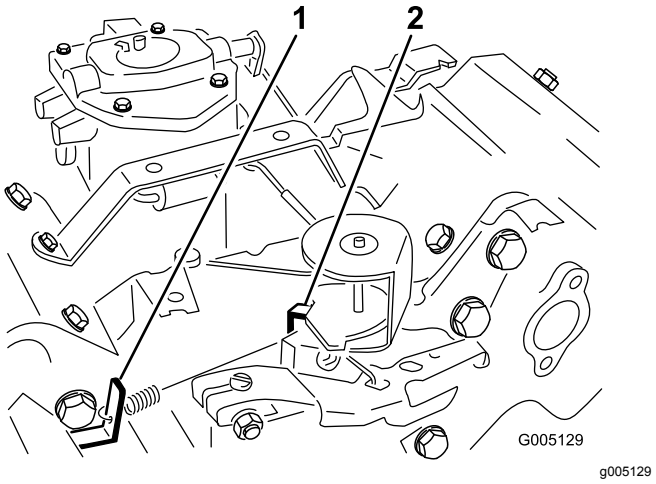

Figuur 48
3. Buig het ankerlipje van de veer voor het afgeregelde stationair toerental (Figuur 48) totdat het stationair toerental 1650 ± 100 tpm bedraagt. Controleer het toerental met een toerenteller.